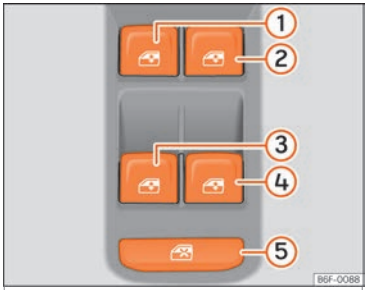

Fig. 127 Dettaglio della porta del conducente: comandi per i finestrini.
Mediante l'interruttore di sicurezza ››› fig. 127 (5) nella porta del conducente si possono disattivare gli alzacristalli delle porte posteriori.
I tasti ››› **fig. 127** ①, ②, ③ e ④ hanno due livelli per l'apertura e due per la chiusura dei finestrini. In questo modo è più facile eseguire le operazioni di apertura e chiusura.